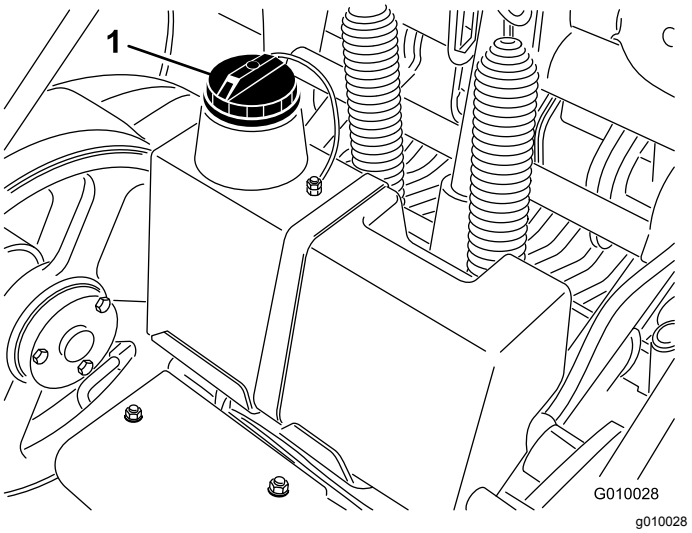

Figur 19
3. Rengjør rundt påfyllingshalsen og lokket på tanken for hydraulisk olje (Figur 19). Ta lokket av påfyllingshalsen.